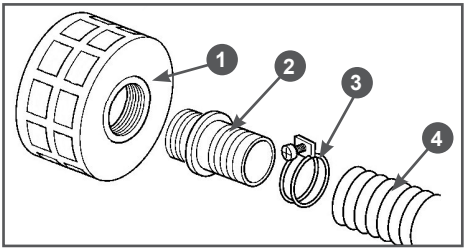

Рис. 10 Установка всасывающего фильтра
1. Закрутите в корпус 1 всасывающего фильтра коннектор 2 всасывающего рукава (Рис. 10).
2. Наденьте до упора всасывающий рукав 4 на патрубок коннектора 2 и затяните его хомутом 3 (Рис. 10).